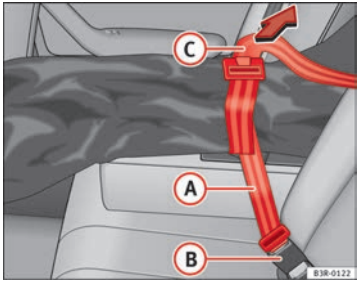

Fig. 127 Fastening the ski bag in the seatbelt buckle
– Insert the fastening belt (A) ⇒ Fig. 127 of the ski bag into the centre seat belt buckle (B).
– Pull the free end of belt (C) to tighten. ▶